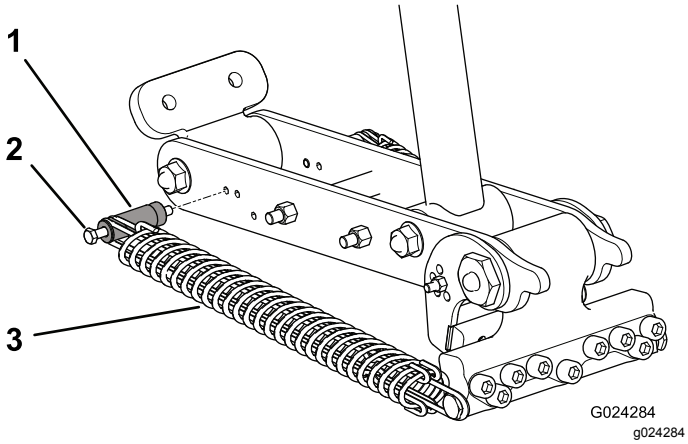
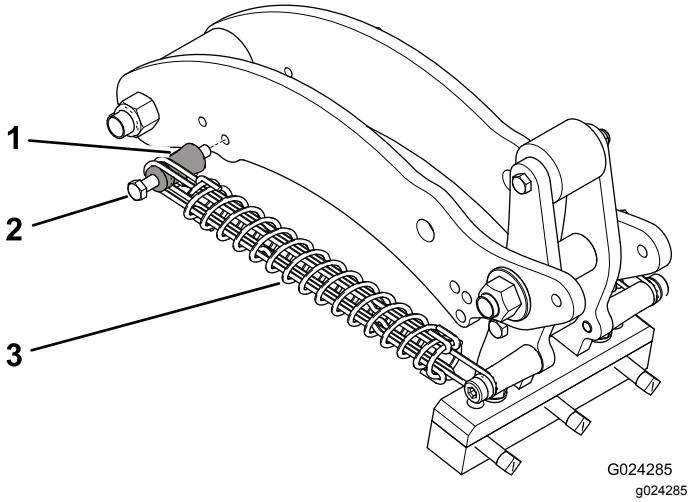

Rysunek 42
Rysunek 43
4. Odkręć nakrętkę mocującą śrubę uchwytu sprężyny do ramienia łączącego (Rysunek 42 lub Rysunek 43).
5. Zdemontuj śrubę uchwytu sprężyny i uchwyt sprężyny z ramienia łączącego i przełóż je do innego otworu regulacyjnego (Rysunek 42 lub Rysunek 43).